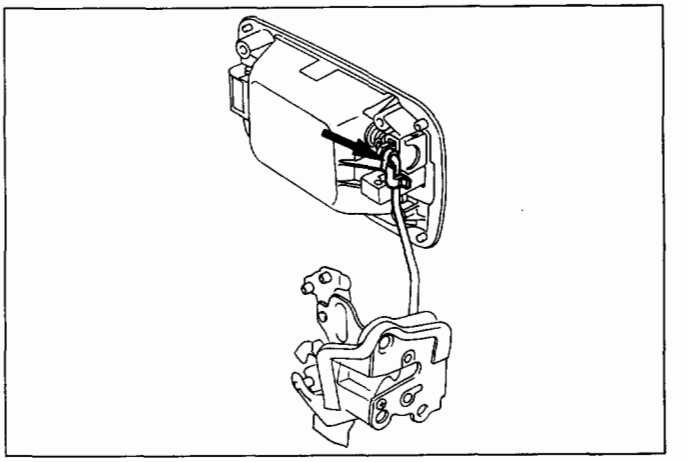

Fig. 10-73
3. **Outside handle (Fig. 10-73)**